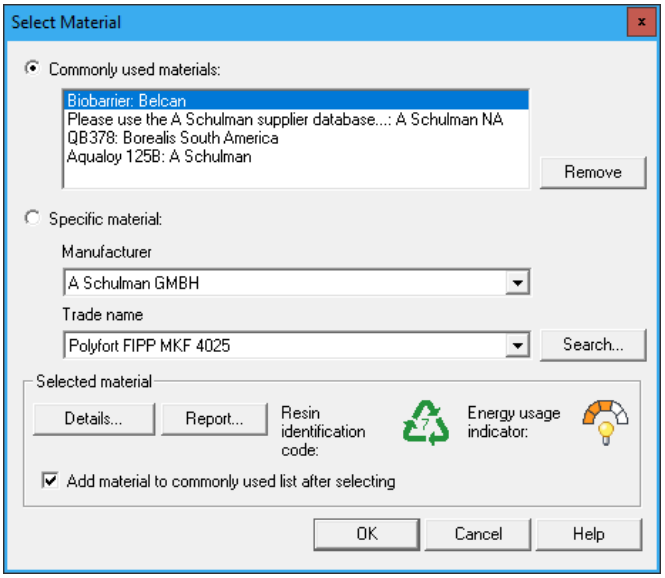

Figure 19-64 *The* ***Select Material*** *dialog box*
1. Choose the **Select Material** tool from the **Mold Layout** panel of the **Mold Layout** tab of the **Ribbon**; the **Select Material** dialog box is displayed, refer to Figure 19-64.